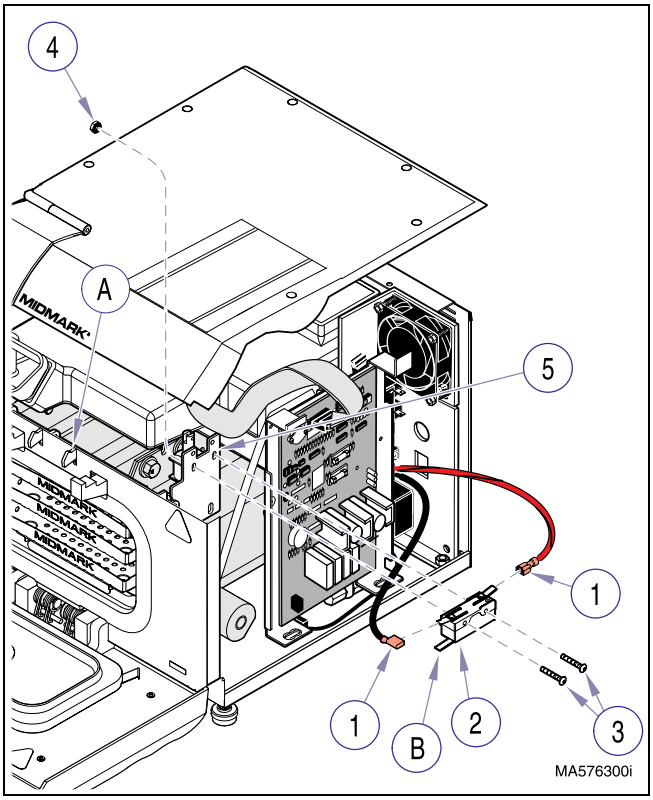

Figure 4-19. Door Latch Interlock Switch
(1) Unplug power cord from outlet receptacle.
(2) Remove R.H. side panel (Refer to para 4.2).
(3) If necessary, remove top cover (Refer to para 4.3).
(4) Tag and disconnect two wires (1, Figure 4-19) from terminals of interlock switch (2).
If adjusting interlock switch only, loosen two screws (3, Figure 4-19) and go to step (2).
(1) Install interlock switch (2, Figure 4-19) on open door bracket (5) and secure with two screws (3) and locknut (4). Do not tighten screws and locknut at this time.